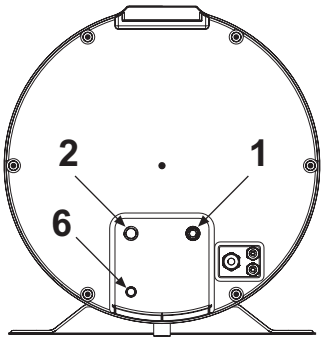

fig. 55
- Raccorder la canalisation d'alimentation en eau froide et la canalisation de sortie aux points de raccordement appropriés (fig. 55).